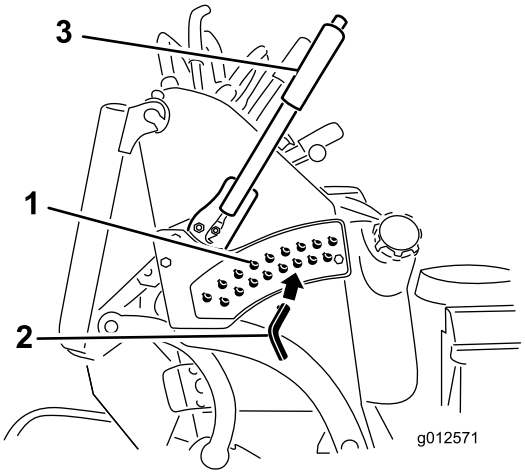

**Figuur 28**
3. Kies de opening in de maaihoogtebeugel die overeenkomt met de gewenste maaihoogtestand, en steek daarin de pen (Figuur 28).
4. Druk op de knop aan de bovenzijde en breng de maaihoogtehendel omlaag tot aan de pen (Figuur 28).